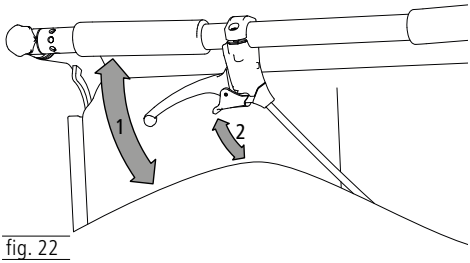

fig. 22
1. Tirando verso l'alto la leva del freno (1, fig. 22) è possibile frenare la sedia in modo controllato.
2. Per posteggiare la sedia, è possibile bloccare la leva del freno. Tirare anche la piccola leva di blocco verso l'alto (2, fig. 22), che scatterà nella posizione più alta. Tirando la leva verso l'alto, il blocco si rilascia automaticamente e il freno viene sbloccato.